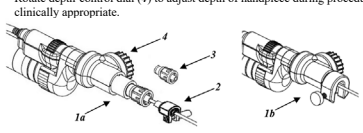

Figure 1
1. If using a working channel handpiece (***Figure 1***), a depth control mechanism with luer (***1a***) or unique MINOP attachment (***1b***) was added for interfacing with endoscopes.